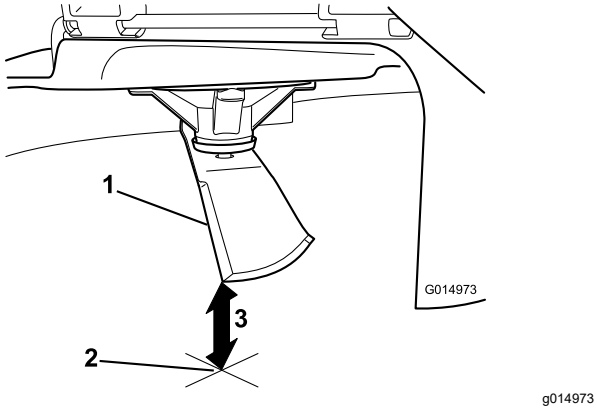

Figur 77
5. Mål fra spidsen af skærekniven til den plane overflade (Figur 77).